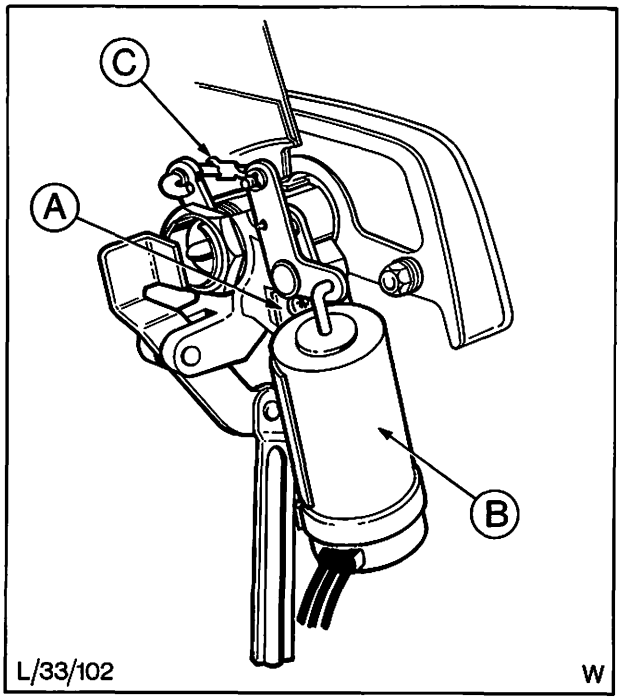

Abb. 42 Rückwandtürschloß und Magnetschalter
5. Die den Magnetschalter am Schloß befestigenden Schrauben und die am Betätigungshebel angebrachte Klemme entfernen, Abb. 42.